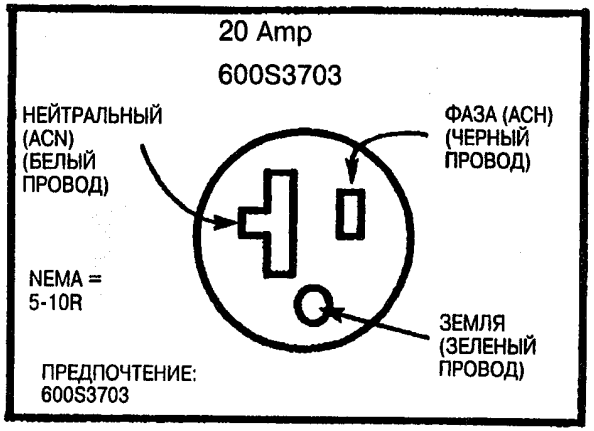

Рис. 1. Проверка заземления и напряжения AC
4. (Рис. 1). Проверка заземления и напряжения AC .